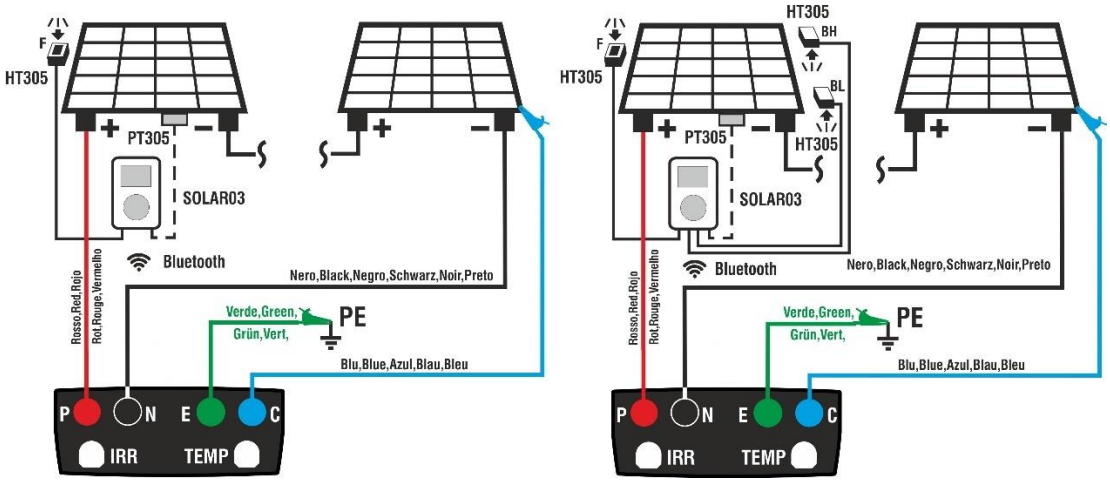

Abb. 13: Verbindung mit Fernstation im direkten an Monofazialen und Bifazialen Modulen
3. Verbinden Sie das Instrument mit dem zu messenden PV-Modul/String und eventuell mit dem Haupt-Erdungsknoten des Systems und mit geerdeten Metall-Massen, wie in der Abb. 13 gezeigt. Insbesondere:
- **Bei bifazialen Modulen** → stellen Sie die **3 Bezugszellen HT305** auf die Frontfläche des Moduls **(F)**, auf die obere Rückseite (**BH**=**B**ack**H**igh) und auf die untere Rückseite (**BL**=**B**ack**L**ow) des Moduls. Verbinden sie die vordere Bezugszelle (F) am Eingang “**INP1**”, die Bezugszelle BH am Eingang “**INP2**”, die Bezugszelle BL am Eingang “**INP3**” und **eventuell** die Temperaturprobe **PT305** am Eingang “**INP4**” der Fernstation. Gemäß IEC/EN60904-1-2 berechnet das Instrument den Wert der äquivalenten frontalen Einstrahlungsstärke (**Irreq**), der der Einstrahlungsstärke nur auf der Frontseite entspricht, die die gleichen Auswirkungen hat wie die auf beiden Seiten gemessene Einstrahlungsstärke, wobei der **Bifazialitäts-Koeffizient** (φ) des Moduls gemäß der folgenden Beziehung berücksichtigt wird: